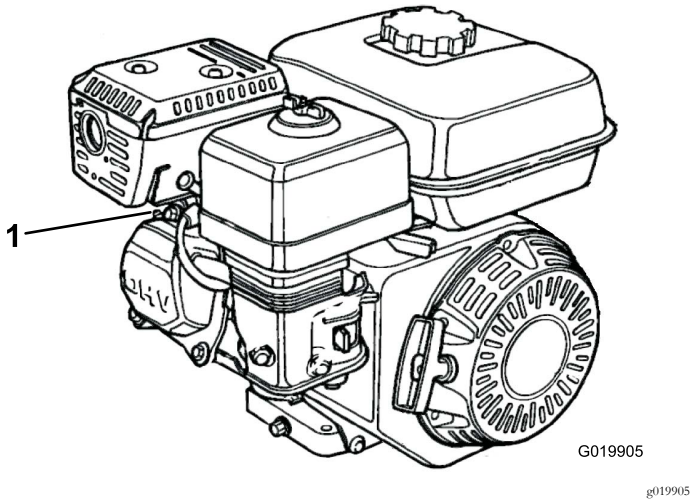

**Figur 33**
1. Koble fra tennpluggledningen fra tennpluggen (Figur 33).